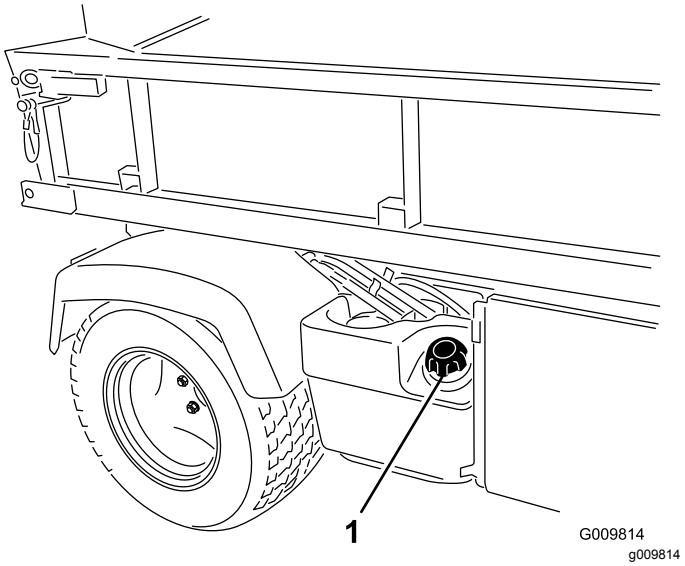

Figura 14
2. Rimuovete il tappo del serbatoio del carburante (Figura 14).